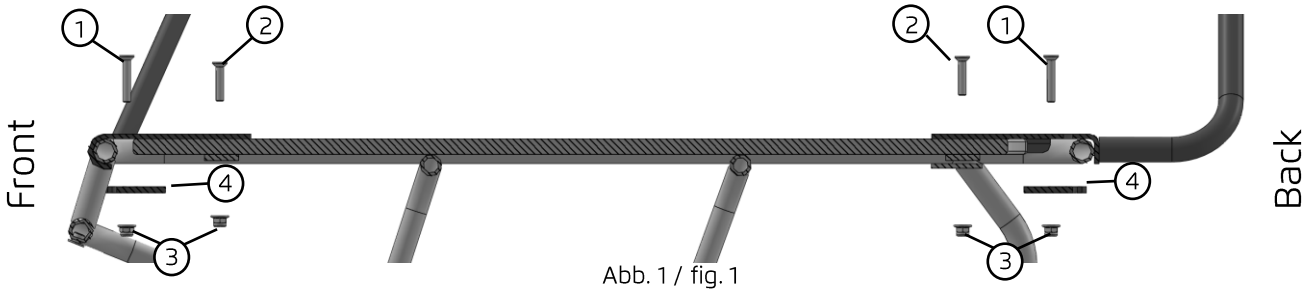

Abb. 1 / fig. 1
Hook in the front end of the Safety Bar, then put it on completely. Insert the four original 25mm bolts ② and the four 30mm bolts ③ as shown in fig. 1. Attach the four inner bolts from the bottom directly with four nuts ③. For the four outermost screws, the two retaining plates ④ must first be pushed on from below so that the curve of the sheet metal follows the contour of the carrier bars.